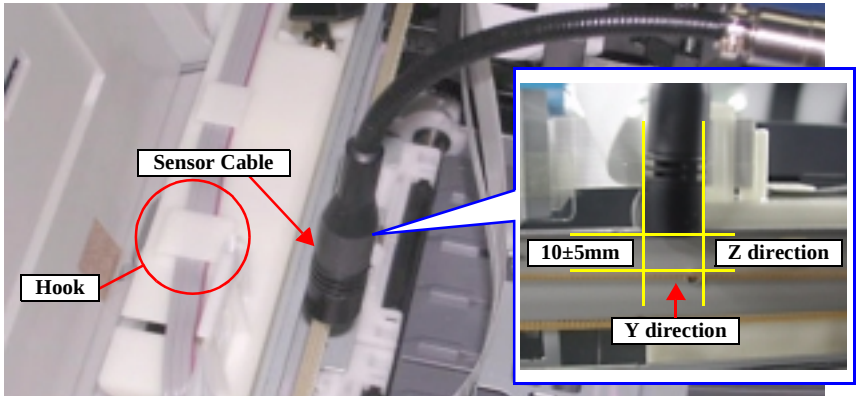

Figure 5-2. Placement position for Digital Tension Gauge
8. Bend down the sensor cable of Digital Tension Gauge and place it as Figure 5-2.